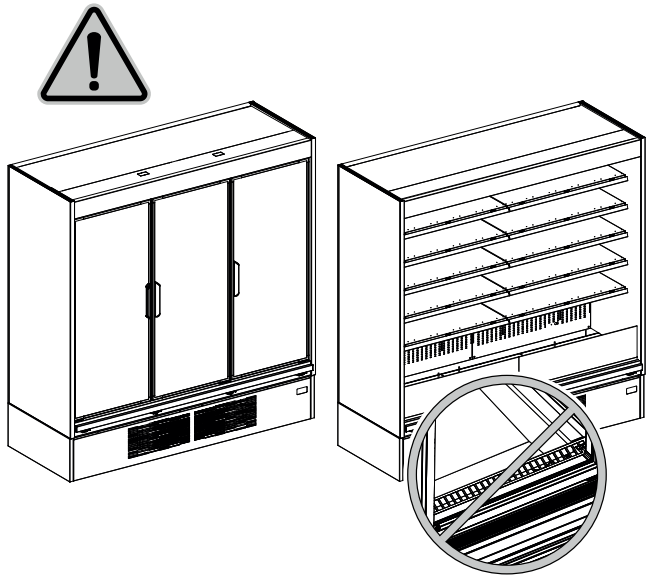

Abb. 16
- Die Waren nicht die Zirkulation der Kaltluft beeinträchtigen ("Abb. 16")